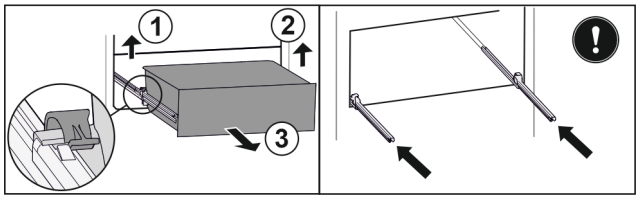

Fig. 167
- ▶ Paceliet kreiso spaili un vienlaikus pavelciet atvilktni kreisajā pusē uz priekšu. *Fig. 167 (1)*
- ▶ Paceliet labo spaili un vienlaikus pavelciet atvilktni labajā pusē uz priekšu. *Fig. 167 (2)*
- ▶ Izņemiet atvilktni virzienā uz priekšu. *Fig. 167 (3)*